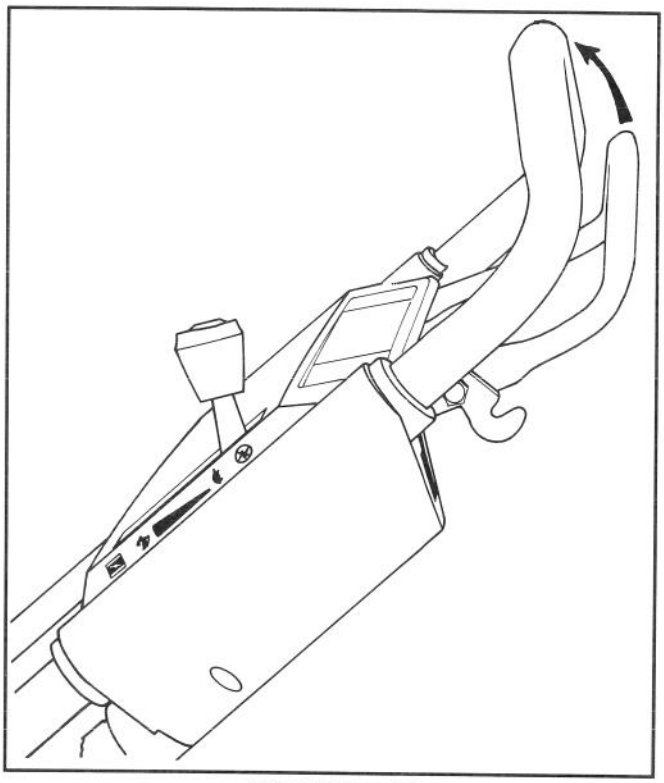

Afbeelding 11
4. AANDRIJVING (Zelfrijdend model) (Afb. 11)—Druk de bedieningsstang tegen de hendel voor de aandrijving. Laat de bedieningsstang los om de aandrijving te stoppen.